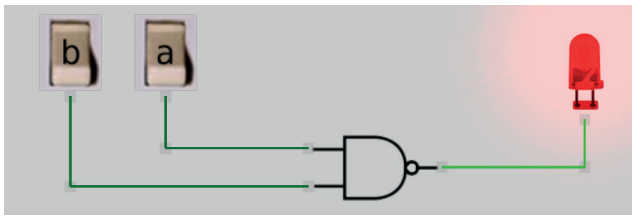

Figura 3.16 – Simulação da porta NE de 2 entradas no Atanua.
27. Utilizando o software de simulação Atanua, simule a porta NE (NAND) conforme a figura 3.16. Compare a simulação com a tabela 3.5.